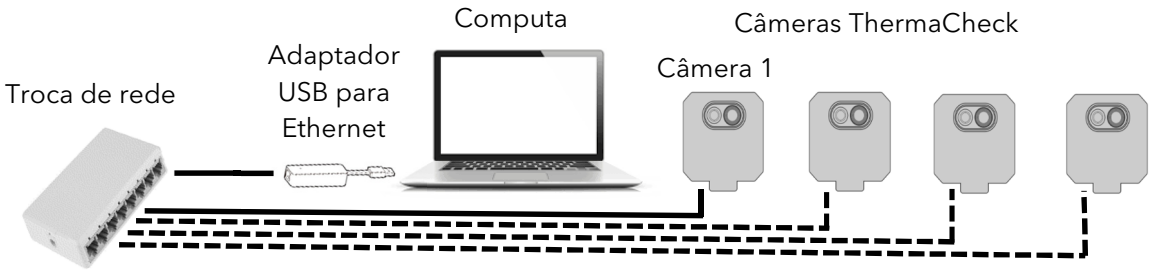

Figura 1: Rede multicâmera
A rede multicâmera, conforme ilustrado em Figura 1, consiste em:
Conecte o computador e uma câmera ThermaCheck às portas Ethernet no painel do interruptor, conforme mostrado em Figura 1. O fornecidoO adaptador USB-para-ethernet pode ser usado entre oscomputador e as portas Ethernet do painel de comutação. A maioria dos roteadores fornece algumas portas de switch Ethernet. Um número maior pode ser obtido usando uma caixa de comutação.
1. Abra as “Configurações” do computador ⚙, escolha “Rede e Internet” e depois selecione “Ethernet” (Figura 1-a). Escolha "Alterar opções do adaptador" (Figura 1-b) nas configurações relacionadas.
2. Clique com o botão direito na Ethernet (Figura 1-c) e selecione “Propriedades”. Nota: Se você não estiver usando o*Adaptador USB para ethernet, clique com o botão direito em Conexão de área local (em vez de Ethernet) e selecione “Propriedades”*. Clique duas vezes com o botão esquerdo em "Versão do protocolo da Internet (TCP / IPV4)" (Figura 1-d).